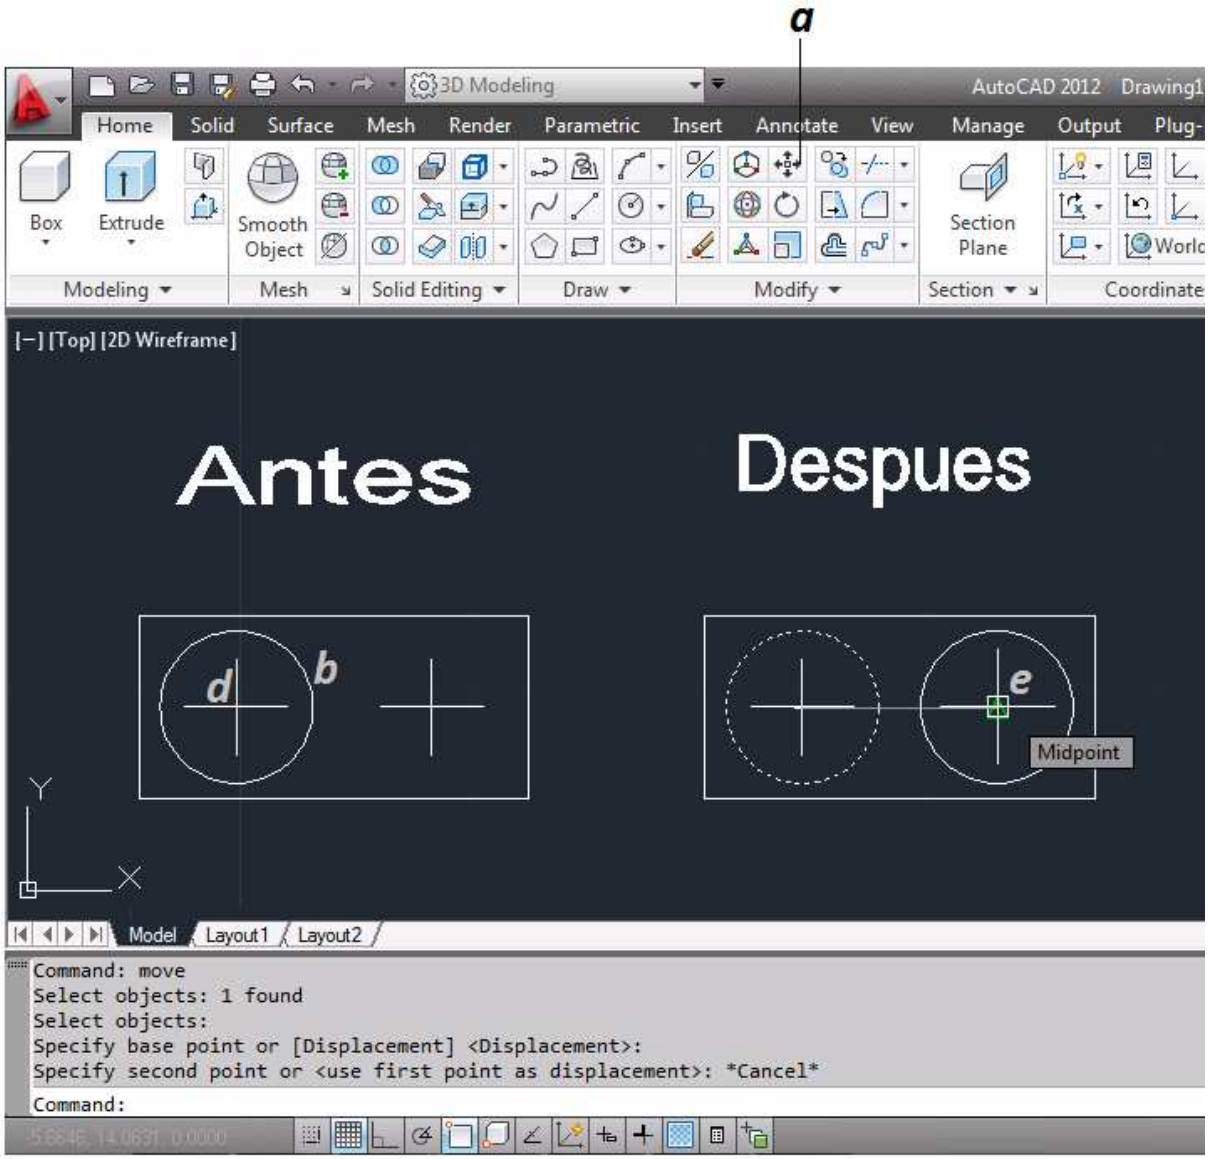

Figura 3.36 Modificacion de Entidades "Desplazar"
a. Se selecciona el comando Desplazar *(figura 3.36)*.
b. Se seleccionan las entidades a mover *(figura 3.36)*.
d. Se selecciona un punto de desplazamiento, en este caso el centro *(figura 3.36)*.
e. Ahora se selecciona el nuevo punto donde se ubicara el elemento *(figura 3.36)*.